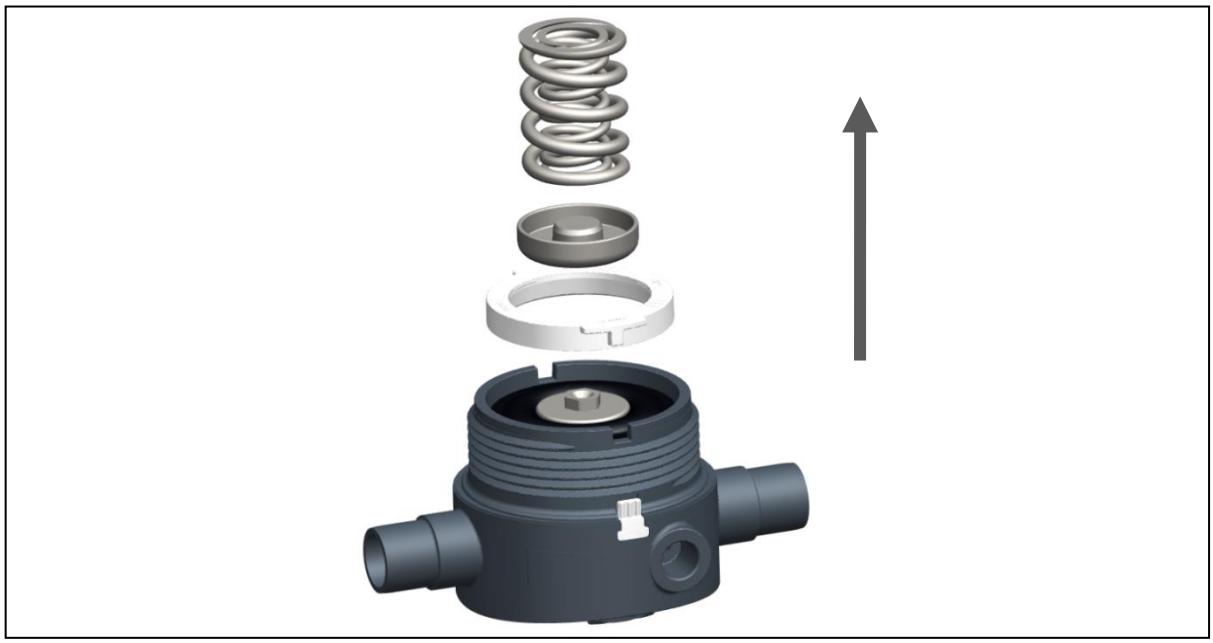

Fig. 8
- Remove Pressure piece, springs and retaining ring, see Fig. 8